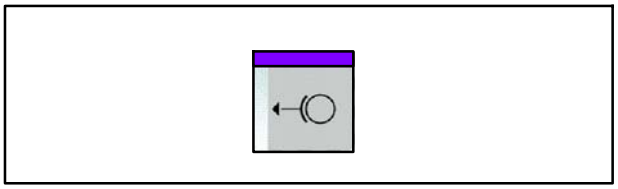

Fig. 167 Touche Desserrer le frein
5. Desserrer le frein en appuyant sur la touche Desserrer le frein (Fig. 167)